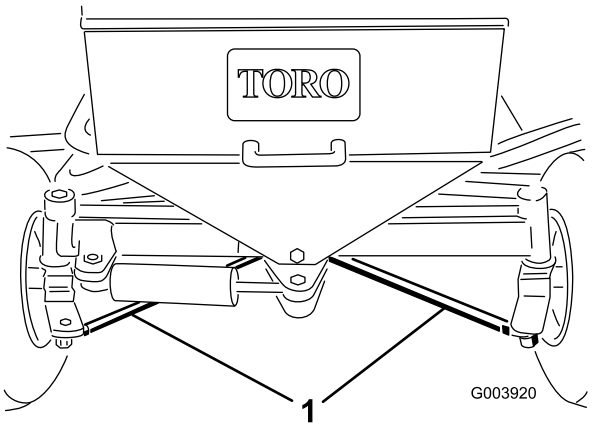

Figur 65
2. Lossa kontramuttrarna på båda dragstängerna (Figur 65).